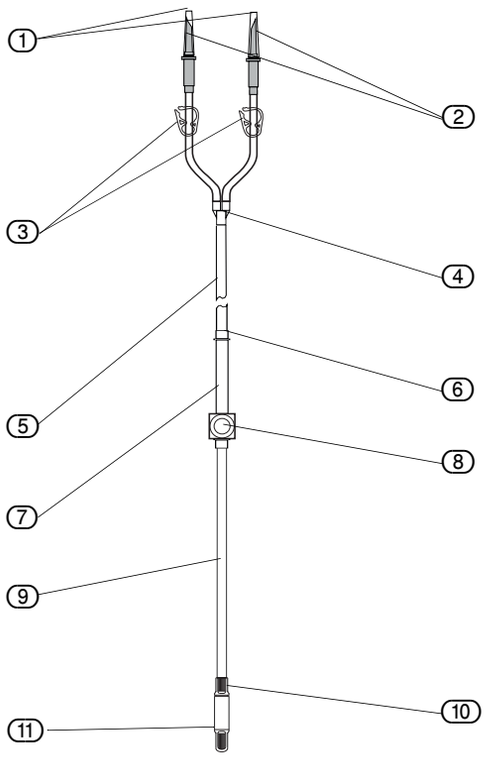
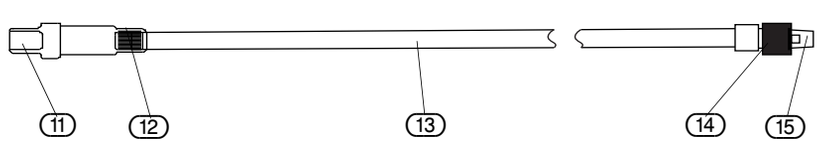

Рис. 5-9 Компоненты суточного комплекта шлангов
Рис. 5-10 Компоненты шланга пациента
Суточный шланг имеет коннекторы для соединения с пакетами с жидкостью и гигиеническим коннектором (Рис. 5-10 "Компоненты шланга пациента" см. (12)) шланга пациента.
Новый стерильный колпачок, прилагаемый к шлангу пациента, следует накрутить на гигиенический коннектор (Рис. 5-9 (10)) суточного комплекта сразу после проведения хирургической процедуры для защиты от контаминации. Этот стерильный колпачок остаётся на суточном шланге до следующей операции.
Шланг пациента имеет с одной стороны коннектор для соединения с суточным шлангом (гигиенический коннектор (12)). Коннектор Люэра (15) для соединения с инструментом, например троакаром, расположен с другой стороны. Подсоедините гигиенический коннектор (12) шланга пациента к ответному элементу на суточном шланге (Рис. 5-9 (10)).
В целях разделения стерильных и нестерильных зон назначьте приведённые ниже задачи "стерильному" или "нестерильному" медицинскому работнику младшего или среднего звена. Указанные номера относятся к Рис. 5-9 Компоненты суточного комплекта шлангов, Рис. 5-10 Компоненты шланга пациента и Рис. 5-11 Установка суточного комплекта шлангов пациента.
▶ Соедините гигиенический коннектор (12) шланга пациента (Рис. 5-10 "Компоненты шланга пациента") с гигиеническим коннектором (10) суточного шланга (Рис. 5-9 "Компоненты суточного комплекта шлангов").